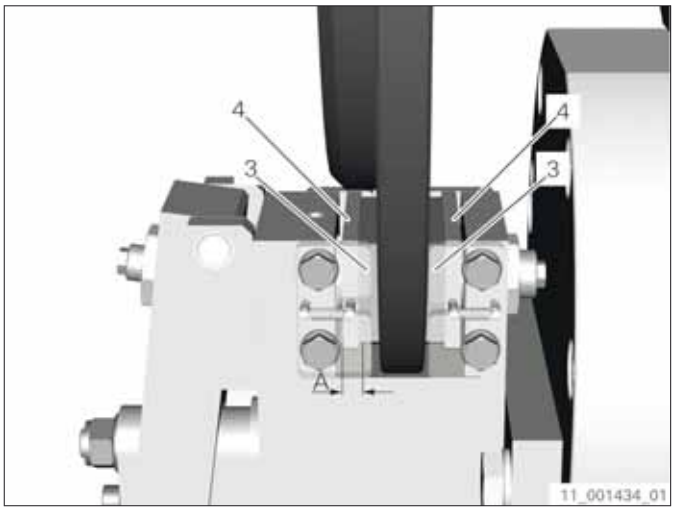

Fig. 368
5. The brake lining's wear limit (A) amounts to an overall thickness of 7.0 mm. The overall thickness comprises the holder plate thickness (4) and the friction block's residual brake lining (3) *(refer to fig. 368, page 414)*.